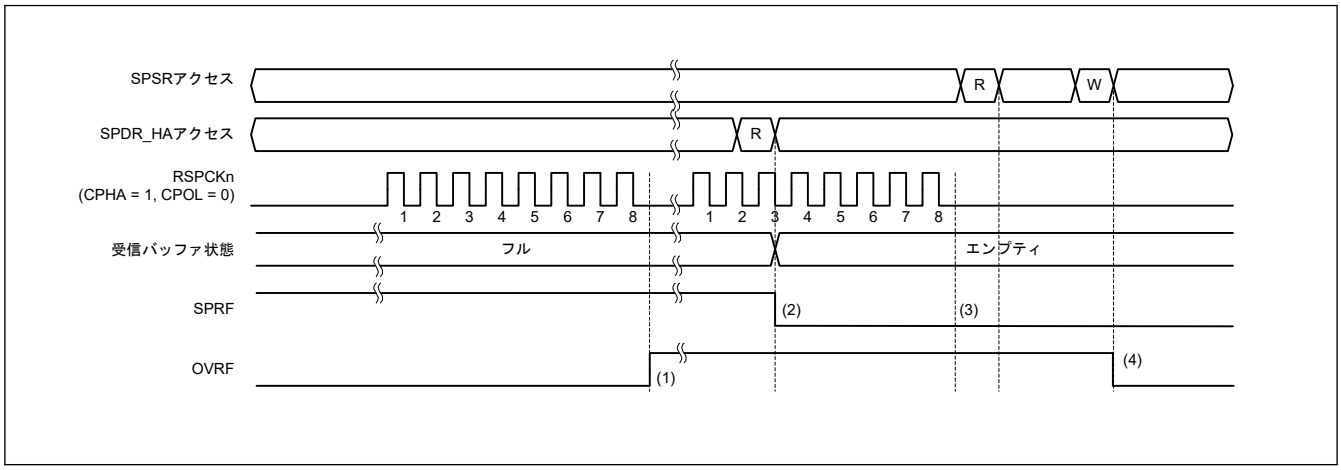

**図 29.37 OVRF フラグおよび SPRF フラグの動作例**
図 29.37 に、SPSR.OVRF フラグと SPRF フラグの動作例を示します。図 29.37 に記載した SPSR アクセスと SPDR_HA アクセスは、それぞれ SPSR、SPDR_HA レジスタへのアクセス状況を示しています。W は書き込みサイクル、R は読み出しサイクルを示しています。この例では、SPCMDm.CPHA ビットが 1、SPCMDm.CPOL ビットが 0 の設定で、SPI が 8 ビットのシリアル転送を実行しています。RSPCKn 波形の下に記載した数字は、RSPCK サイクル数（= 転送ビット数）を示しています。
以下に、図 29.37 の (1)～(4) に示したタイミングでのフラグの動作内容を説明します。